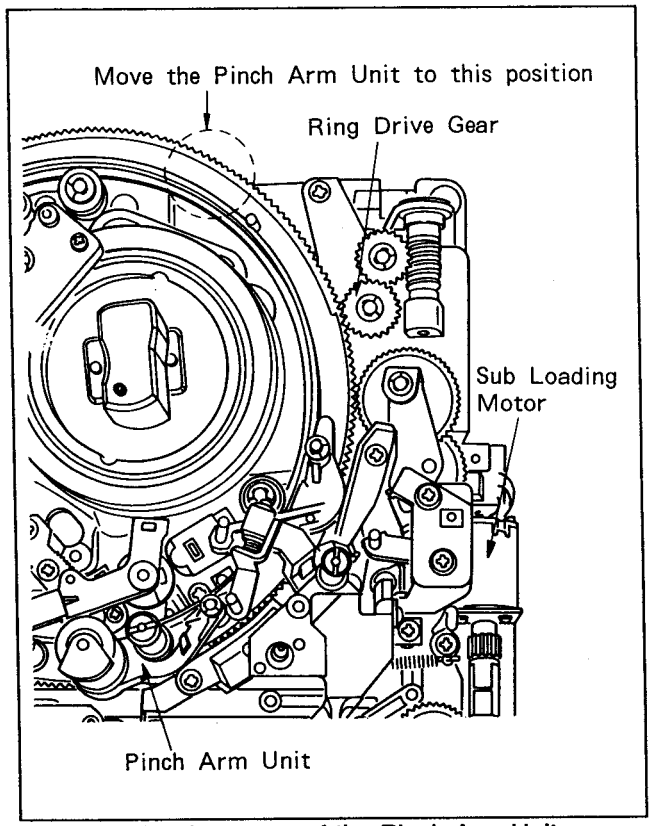

Fig. 6-7-1 Replacement of the Pinch Arm Unit
1. Turn the Sub Loading Motor so that the Loading Arm Unit is loading condition and pushing hold the Ring Drive Gear, then turn the loading Ring to the position as shown in Figure 6-7-1.